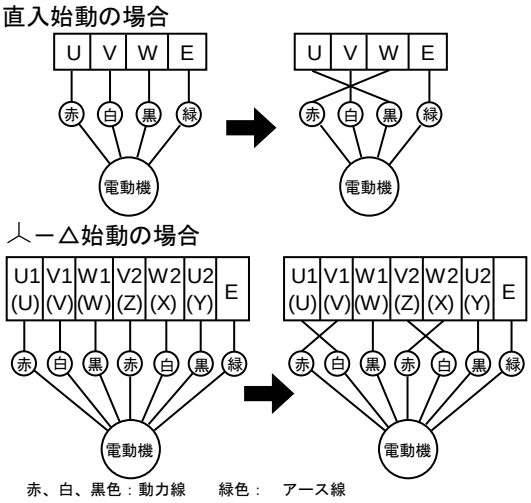

図 7
2) 次に回転方向を確認してください。ﾎﾟﾝﾌﾟを運転し、吐出し量が少なく異常音を発する場合は逆回転ですから、三相のうち二相を入れ替えてください。(図 7 参照)